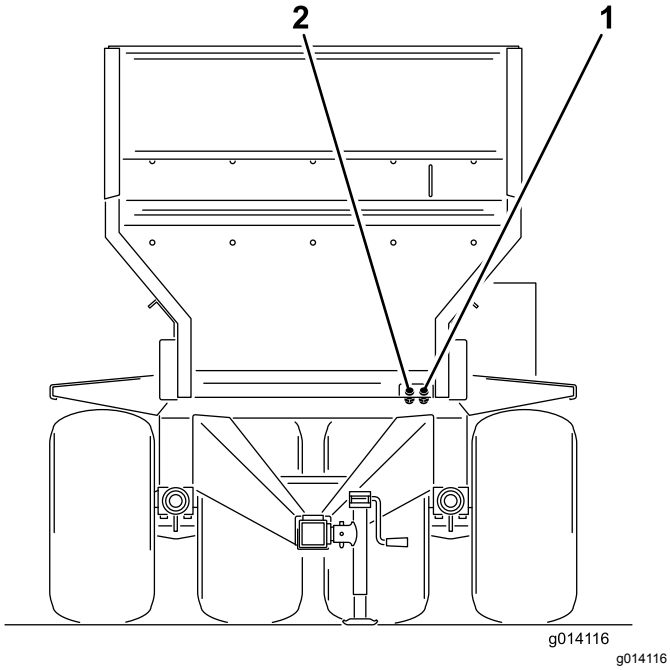

**Figur 20**
6. Anslut de två hydraulslangarna från maskinen till bogserfordonet. Stå vänd mot framänden av maskinen och anslut höger slang till trycksidan och vänster slang till retursidan (Figur 20). Returslangen är försedd med en inbyggd envägsbackventil. Pilen på backventilen ska vara riktad mot bogserfordonets returkontakt.